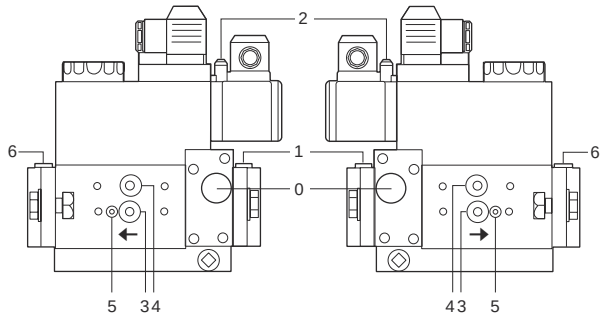
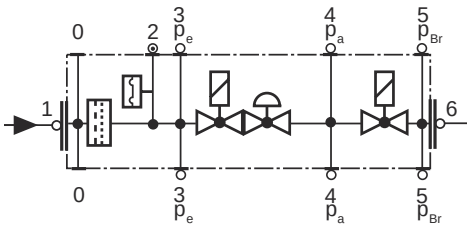

Fig. 16
Fig. 17
- Change the filter if the pressure difference between pressure connection 1 and 3 (Fig. 16-Fig. 17)is $\Delta p > 10$ mbar.
- Change the filter if the pressure difference between pressure connection 1 and 3 (Fig. 16-Fig. 17) is twice as high compared to the last check.